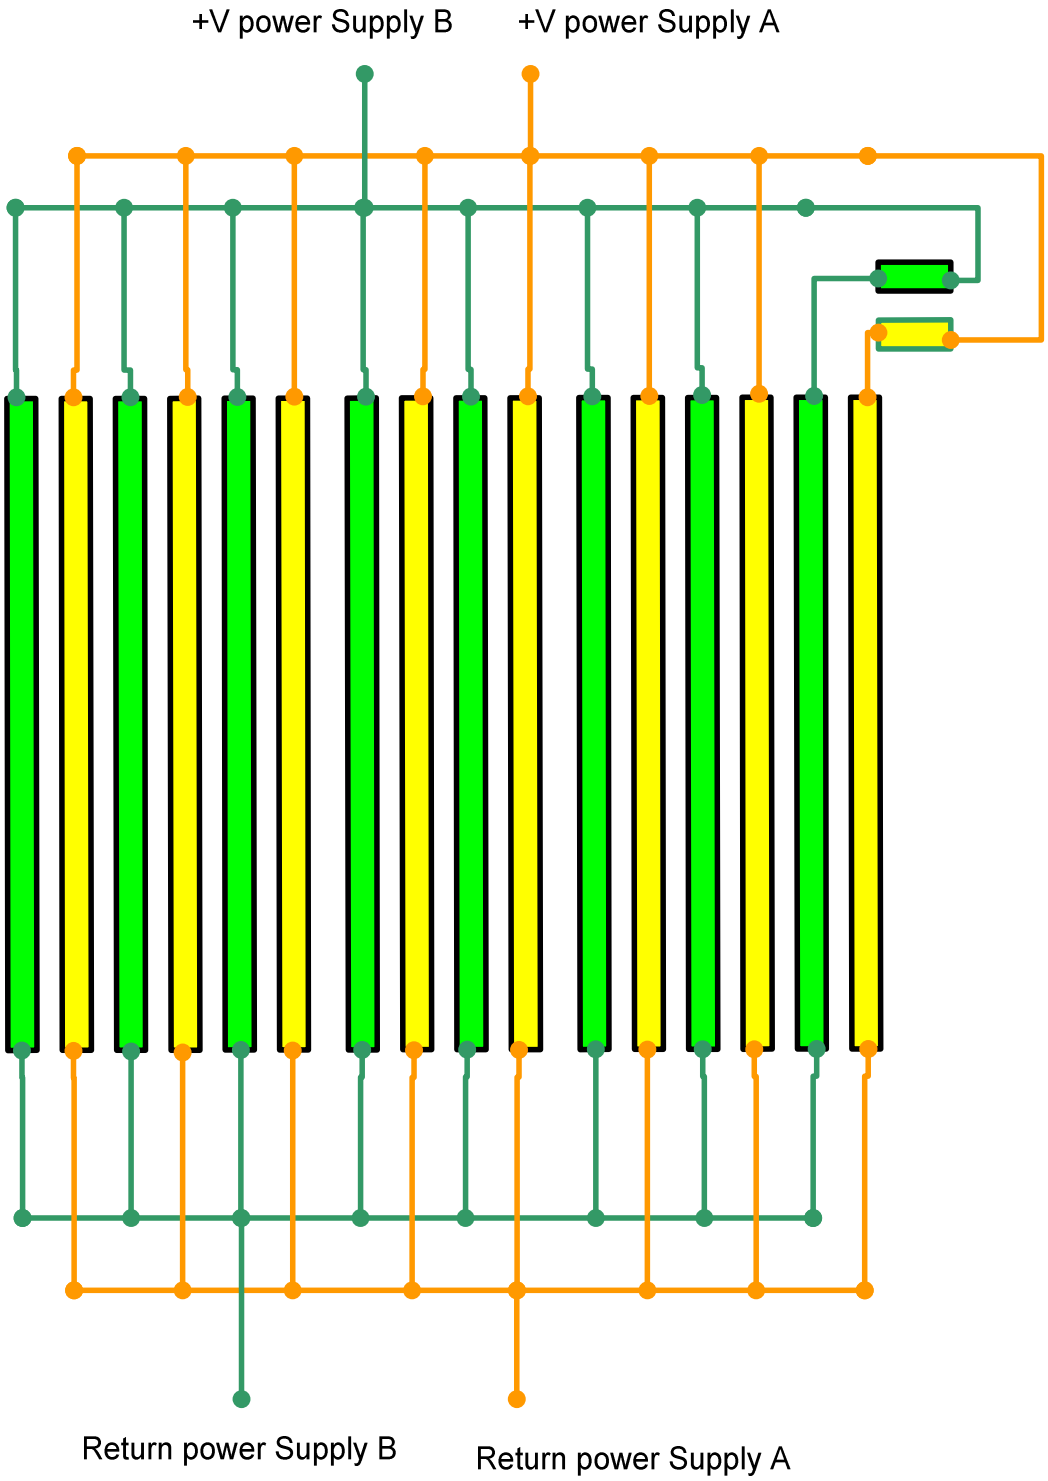

Figure 7-2: Heater schematic during condenser heater cycling (all A heaters in parallel & all B heaters in parallel)
27.	Connect the heaters according to the schematic in Figure 7-2 to the two power supplies.